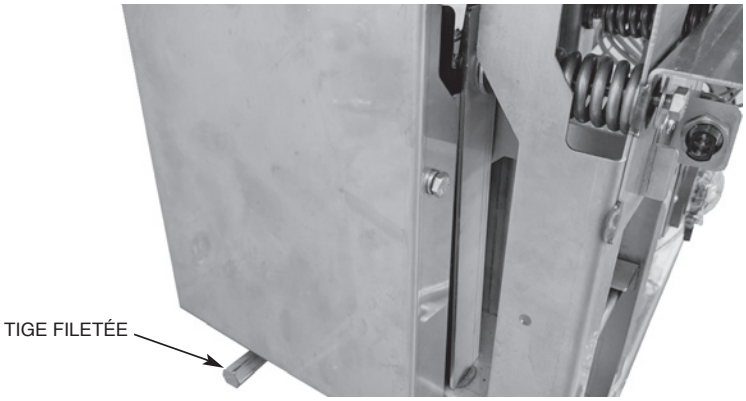

Fig. 46
3. En utilisant une clé dynamométrique de ½ po réglée sur 75 pi/lb avec une douille de 5/8 po, tourner la clé dans le sens horaire vers la tige hexagonale ressortant de la base du mécanisme d'entraînement (Fig. 46).